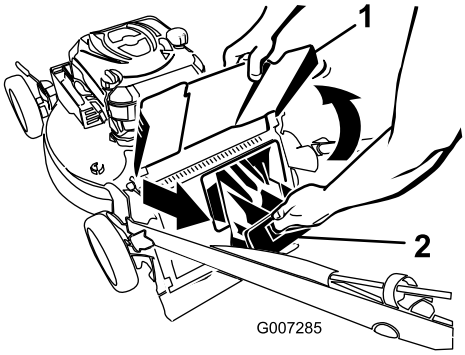

Rysunek 22
2. Podnieś i przytrzymaj deflektor wyrzutu (Rysunek 22).
3. Wyciągnij zaślepkę wyrzutu do tyłu (Rysunek 22).